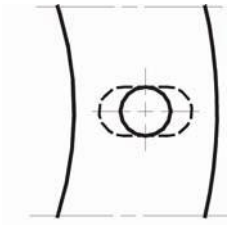

Рис. 4
- При необходимости расширьте отверстия в изоляционной прокладке (3) (см. рис.4).